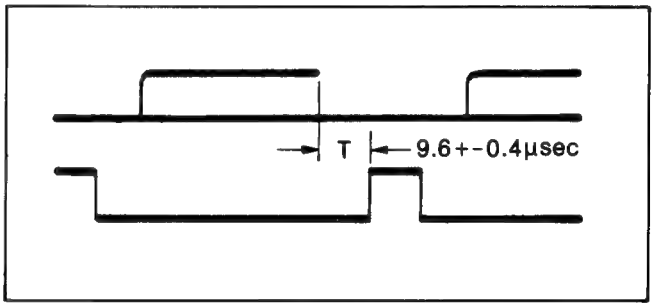

Fig. C33
(1) Set the AF Gate Control (C656) as shown in Fig. C33